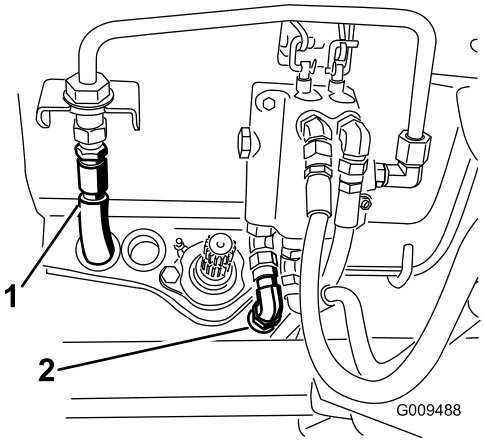

**Rysunek 117**
40. Podłącz hydrauliczny przewód ciśnieniowy do przewodu sztywnego zaworu, a następnie podłącz przewód zbiornikowy do zaworu (Rysunek 117).